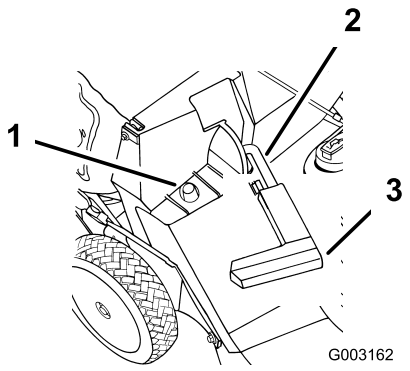

Figura 22
2. Verificate che la maniglia dello sportello di scarico si trovi completamente in avanti e che la spina sia inserita nel fermo (Figura 22).
3. Spostate il foro nel telaio del cesto sopra il piolo di sostegno sul canale di scarico (Figura 22).
2. Alzate la maniglia dello sportello di scarico e spostatela in avanti per inserire la spina nella tacca (Figura 22).